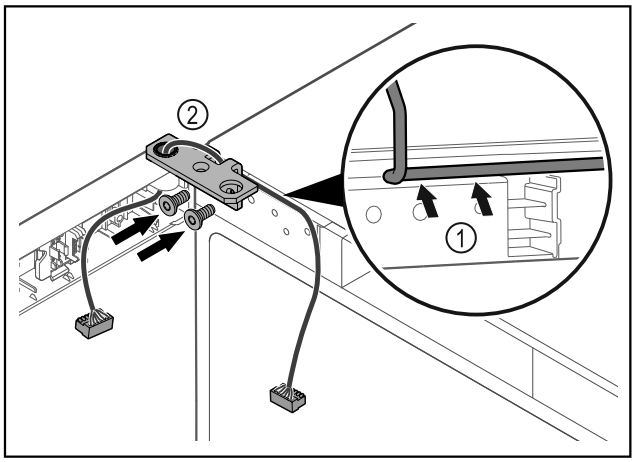

Fig. 41
▶ Faire passer le câble avec précaution par le trou de l'équerre de charnière *Fig. 41 (1)*.
▶ Visser l'équerre de charnière *Fig. 41 (2)*.